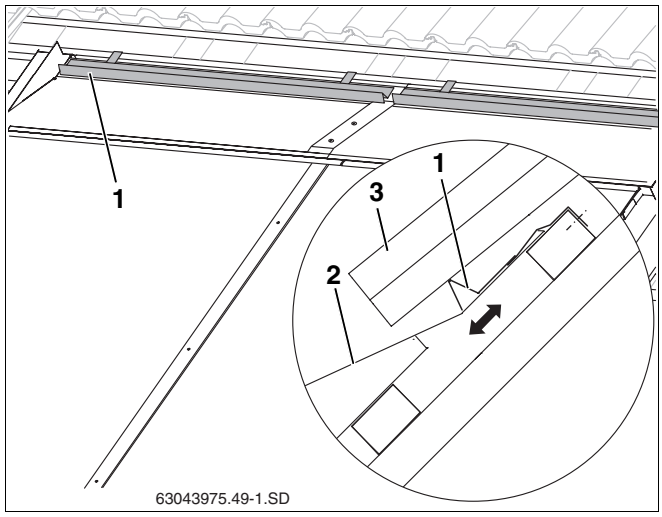

Abb. 60 Pfannenauflage auflegen und befestigen
– sie möglichst weit das Abdeckblech (Abb. 60, **Pos. 2**) überdeckt, dieses jedoch nicht berührt und
- Pfannenauflage (Abb. 60, **Pos. 1**) entsprechend der ermittelten Positon auflegen und an Dachlatte befestigen.
- Geschnittene Pfannen (Abb. 60, **Pos. 3**) auflegen.